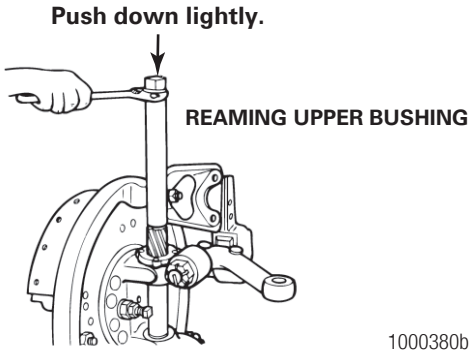
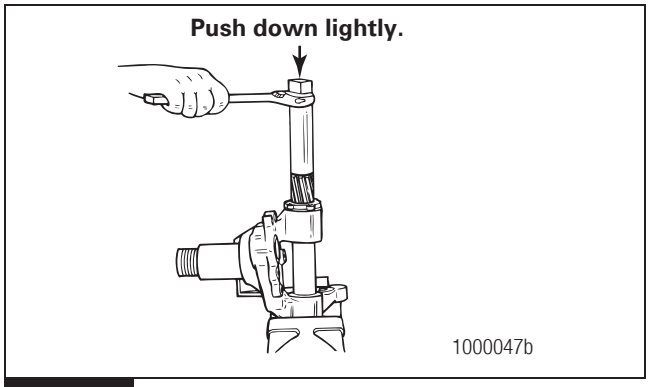

Figure 6.5
Figure 6.6
2. Slide the pilot of the reamer through the top bushing until the reamer blades touch the bushing. Figure 6.5 and Figure 6.6.